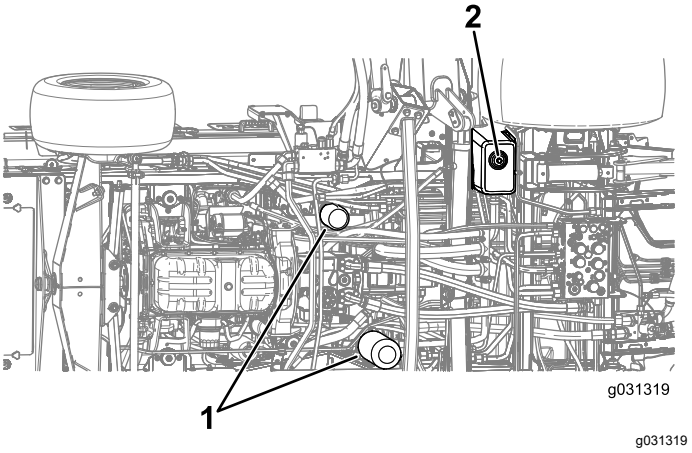

Figura 134
4. Retire el tapón de vaciado de la parte inferior del depósito y deje que se drene el fluido hidráulico al recipiente (Figura 134).
3. Coloque un recipiente debajo del filtro y retire el filtro (Figura 134).